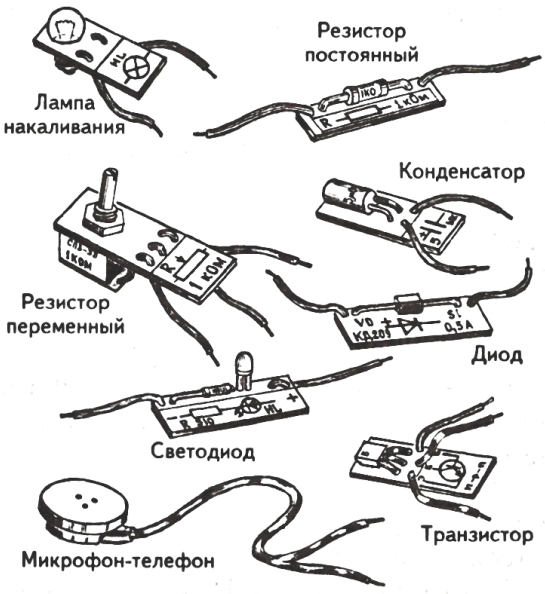

Рис. 1-1-1. Общий вид деталей
- набор деталей (лампы, постоянные и переменные резисторы, конденсаторы и т.д.), снабженные соединительными выводами и условными графическими обозначениями (рис. 1-1-1);